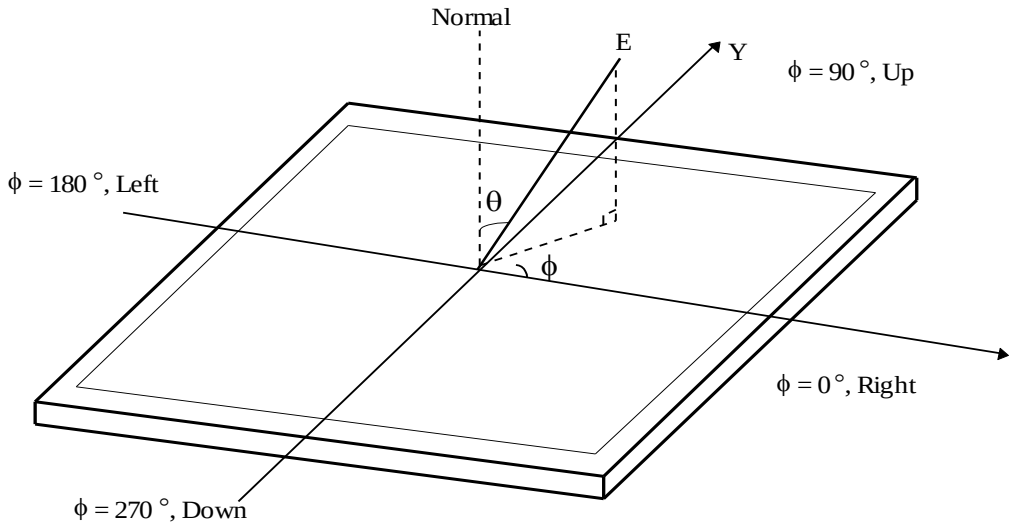

FIG. 4 Viewing Angle
5. Viewing Angle Color Shift (VACS) is defined as follows after measuring color coordinates at each angle.; VACS = sqrt(du2+dv2) (@ CIE (u', v') color space) For more information, see the FIG. 4.